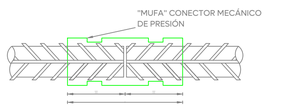

FIG.2
4.- PARA LAS VARILLAS DEL #8 O MAYORES SE EVITARÁN TRASLAPES. EN ESTOS CASOS SE USARÁN CONECTORES MECÁNICOS COMO MUFAS (VER FIG. 2)